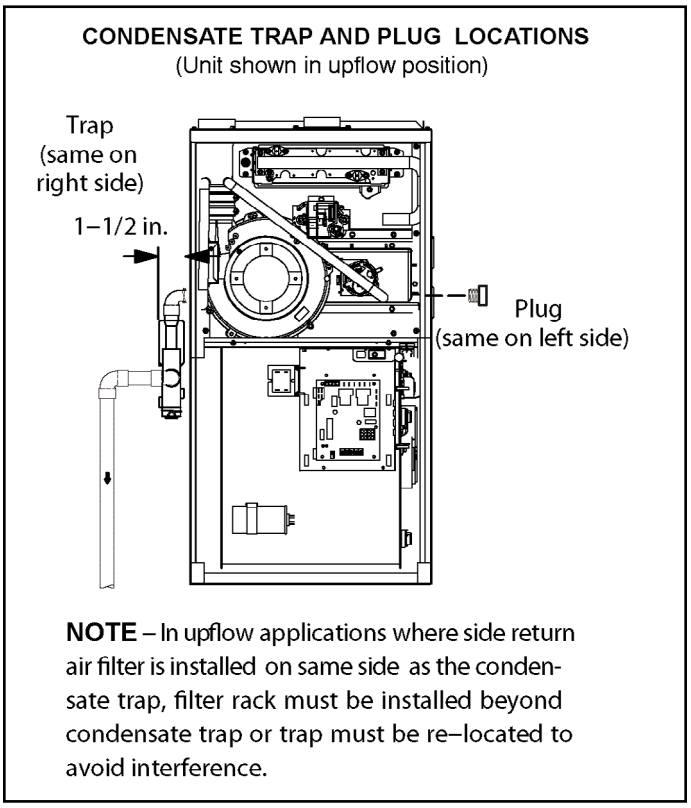
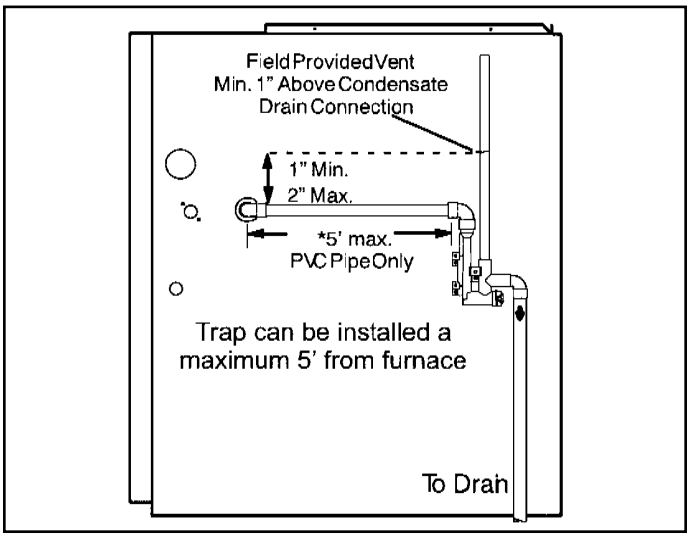
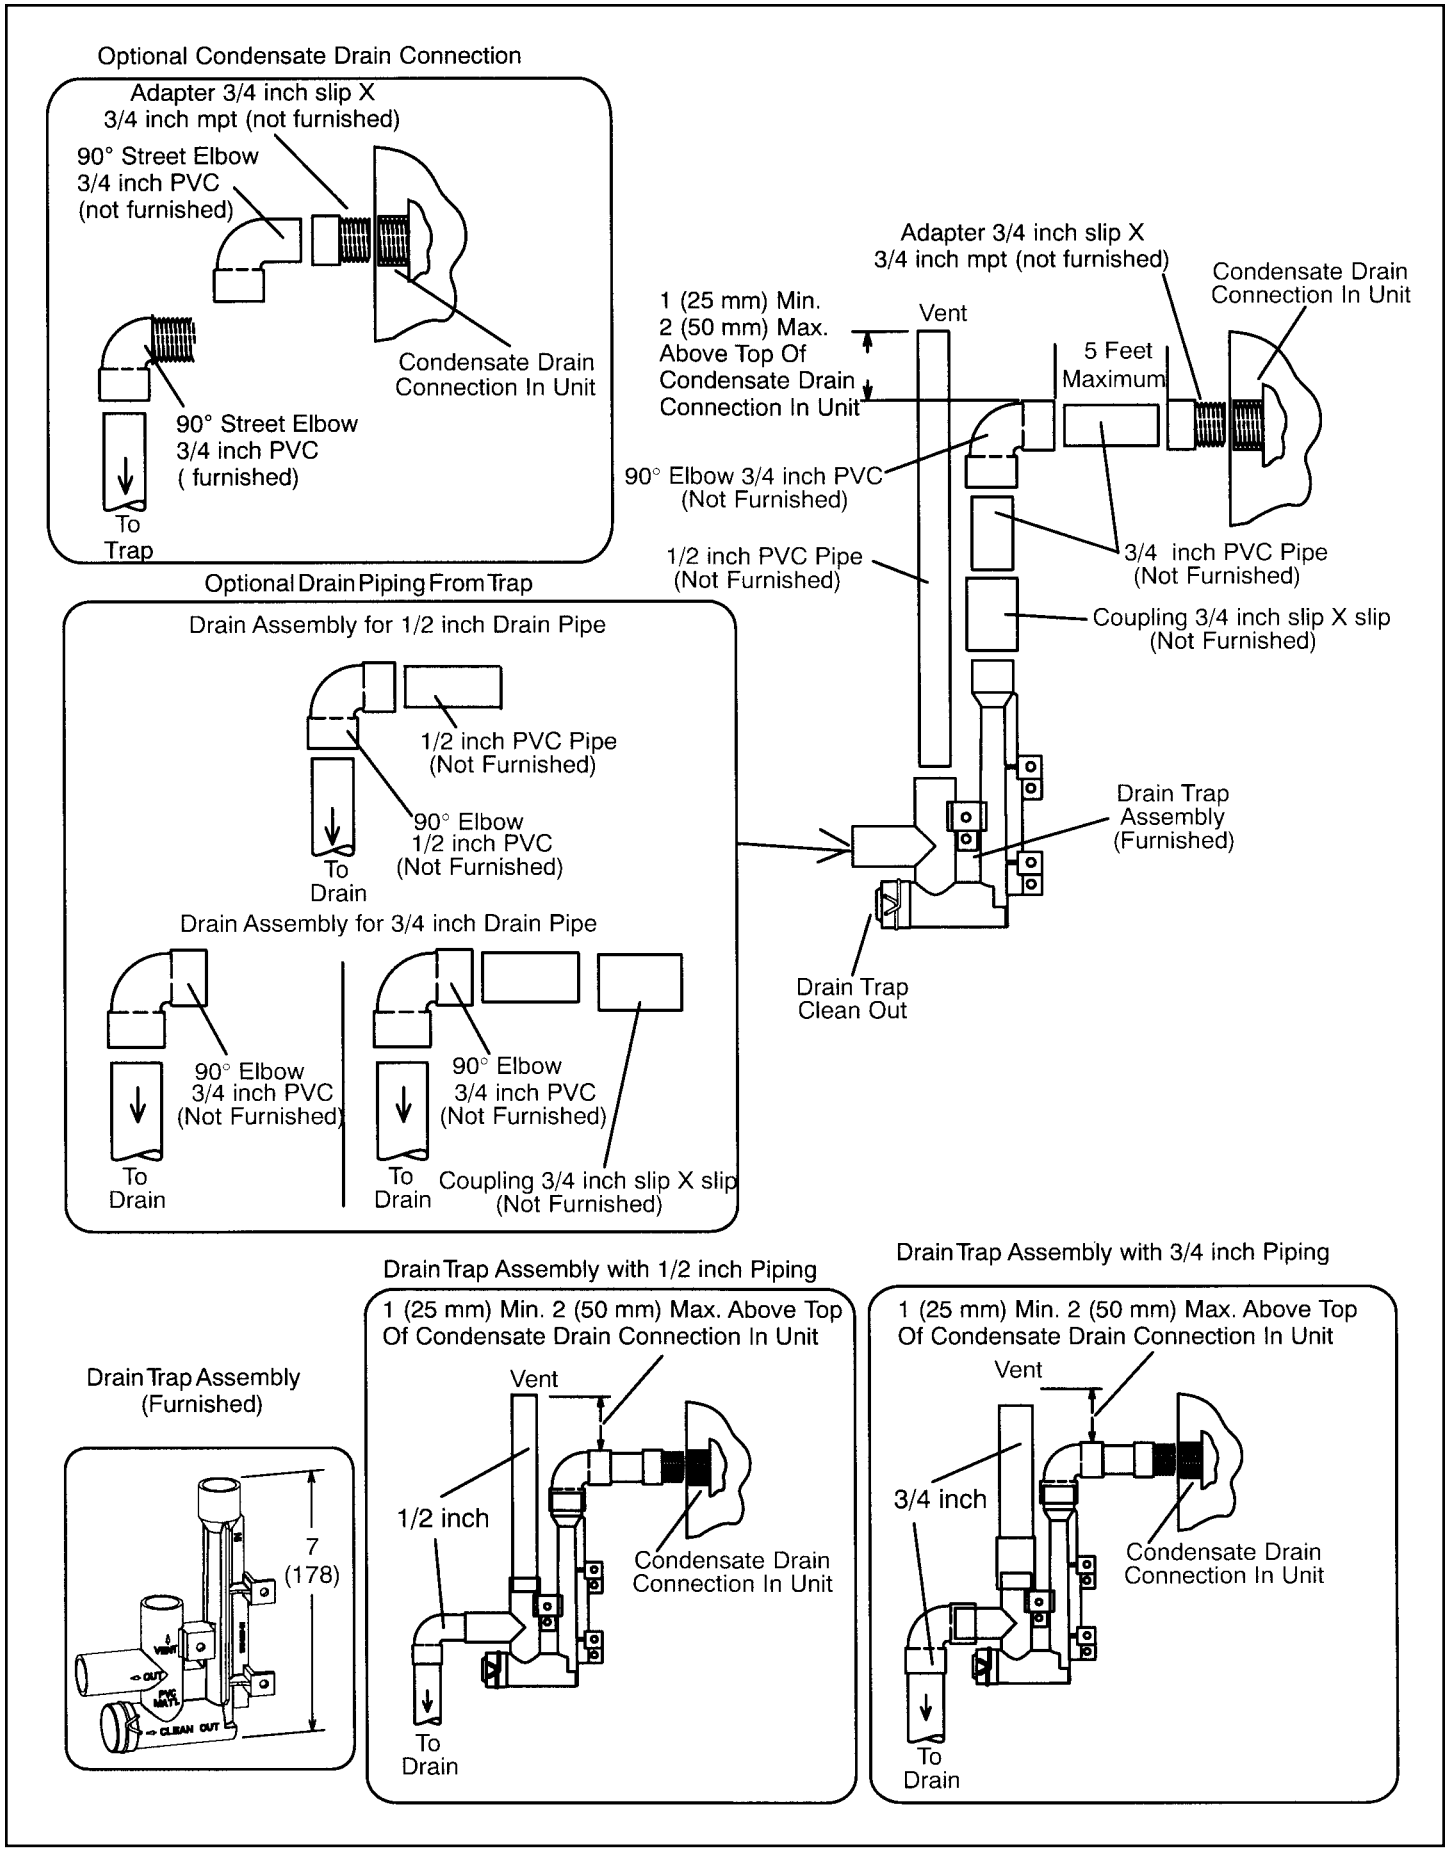
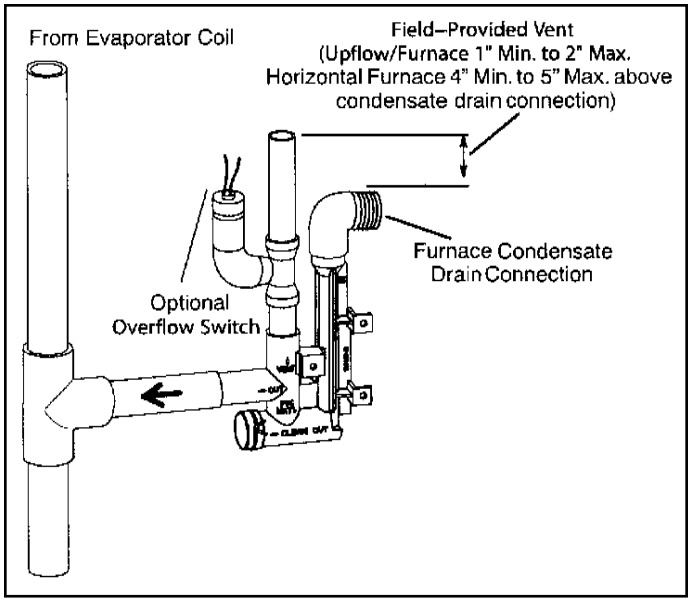

Figure 52.
Figure 53. Condensate Trap Locations
Figure 58. Trap / Drain Assembly Using 1/2" PVC or 3/4" PVC
Figure 59. Condensate Trap with Optional Overflow Switch
Refer to Figure 52 and Figure 53 for condensate trap locations. Figure 58 shows trap assembly using 1/2” PVC or 3/4” PVC.
2. Use a large flat head screw driver or an 1/2” drive socket extension and remove plug (Figure 52) from the cold end header box at the appropriate location on the side of the unit. Install provided 3/4 NPT street elbow fitting into cold end header box. Use Teflon tape or appropriate pipe dope.
3. Install the cap over the clean out opening at the base of the trap. Secure with clamp. See Figure 58.
4. Install drain trap using appropriate PVC fittings, glue all joints. Glue the provided drain trap as shown in Figure 58. Route the condensate line to an open drain. Condensate line must maintain a 1/4” downward slope from the furnace to the drain.
5. Install field provided vent on trap assembly as shown in Figure 53 through Figure 59. Trap must extend at least 1” above the furnace condensate drain connection in upflow applications and 4-1/2” above the bottom of the cabinet in horizontal applications.